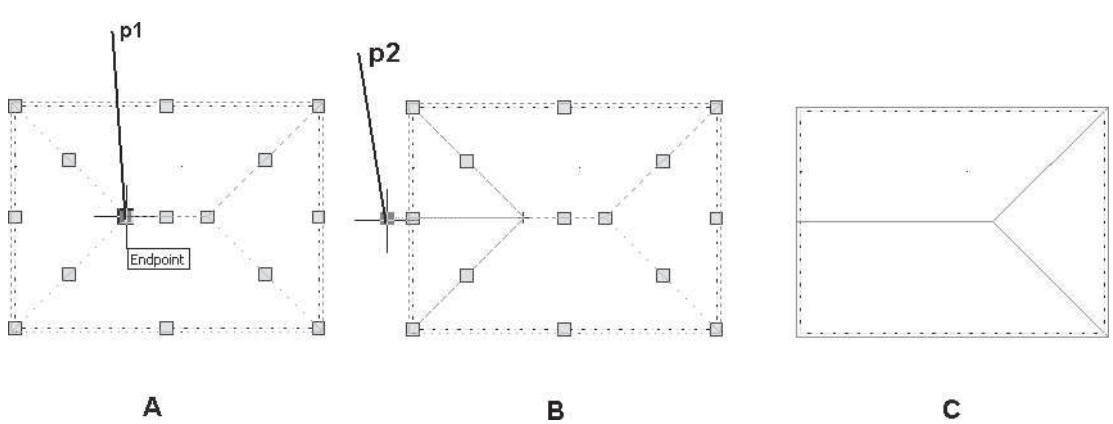

FIGURE 7.15 *Editing the grip on the ridge of the roof*
2. Select the ridge grip at **p1** as shown in part A of Figure 7.15.
3. Stretch the hot grip to the left and specify the new location by selecting a point to the left near **p2** as shown in part B of Figure 7.15.
4. Press ESC to remove the display of grips. The hip roof plane is converted to a gable as shown in part C of Figure 7.15.